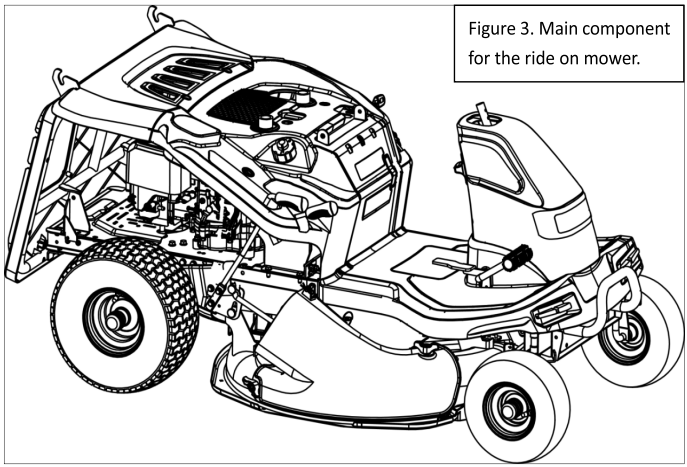
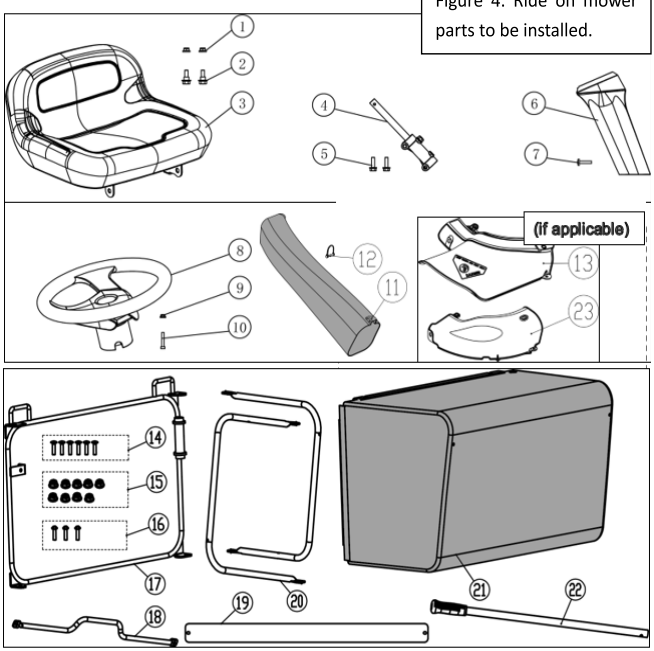
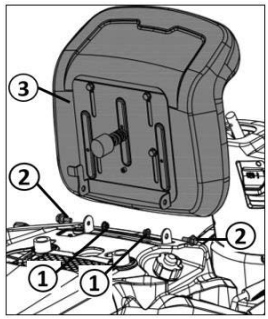
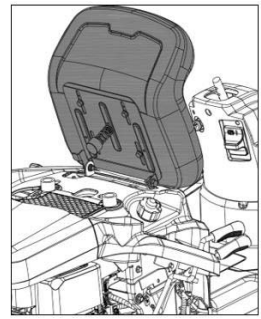

Figure 3. Main component for the ride on mower.
Figure 4. Ride on mower parts to be installed.
Figure 5
Figure 6
The ride on mower you received（Figure 3）is incomplete and parts in Figure 4 needs to be installed on the machine to be a complete ride on mower
1. Install the operator's seat to the designated position of the ride on mower according to the method shown in Figure (Figure 5), and the installation status is shown in Figure 6. The numbers in the figures correspond to the part numbers listed in Figure 4.